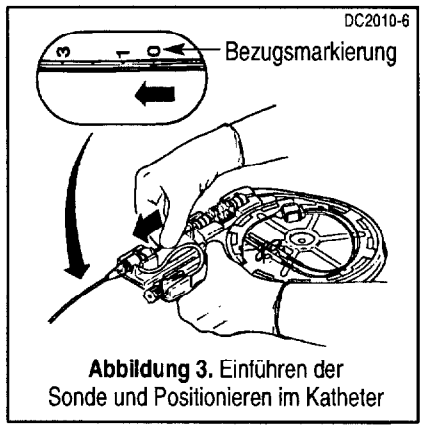

Abbildung 3. Einführen der Sonde und Positionieren im Katheter
4. Schieben Sie die Sonde vor, bis sich die schwarze Tiefenmarkierung an der Nullmarke am durchsichtigen Auslaßschlauch des RV-Lumens befindet (Abb. 3). Aufgrund der Herstellungstoleranzen befindet sich die Sondenspitze nun zwischen dem RV-Anschluß und einem Punkt 2 cm proximal zum Anschluß. Nun kann die